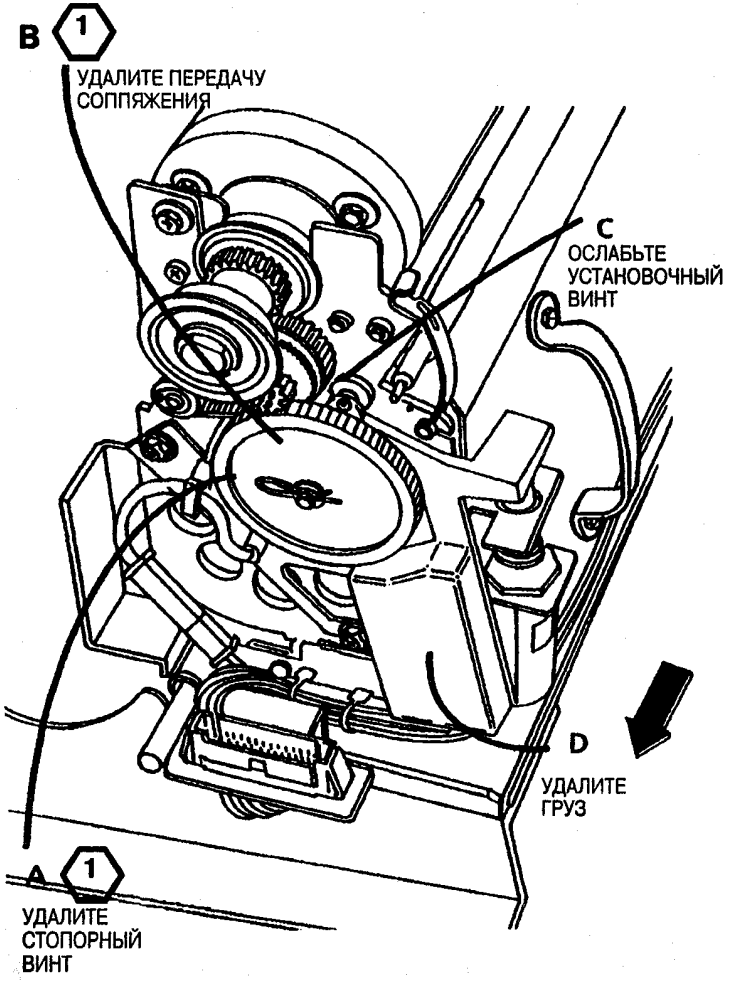

Рис. 2. Удалите передачу сопряжения и груз
8. (Рис. 2): Удалите передачу сопряжения и груз.